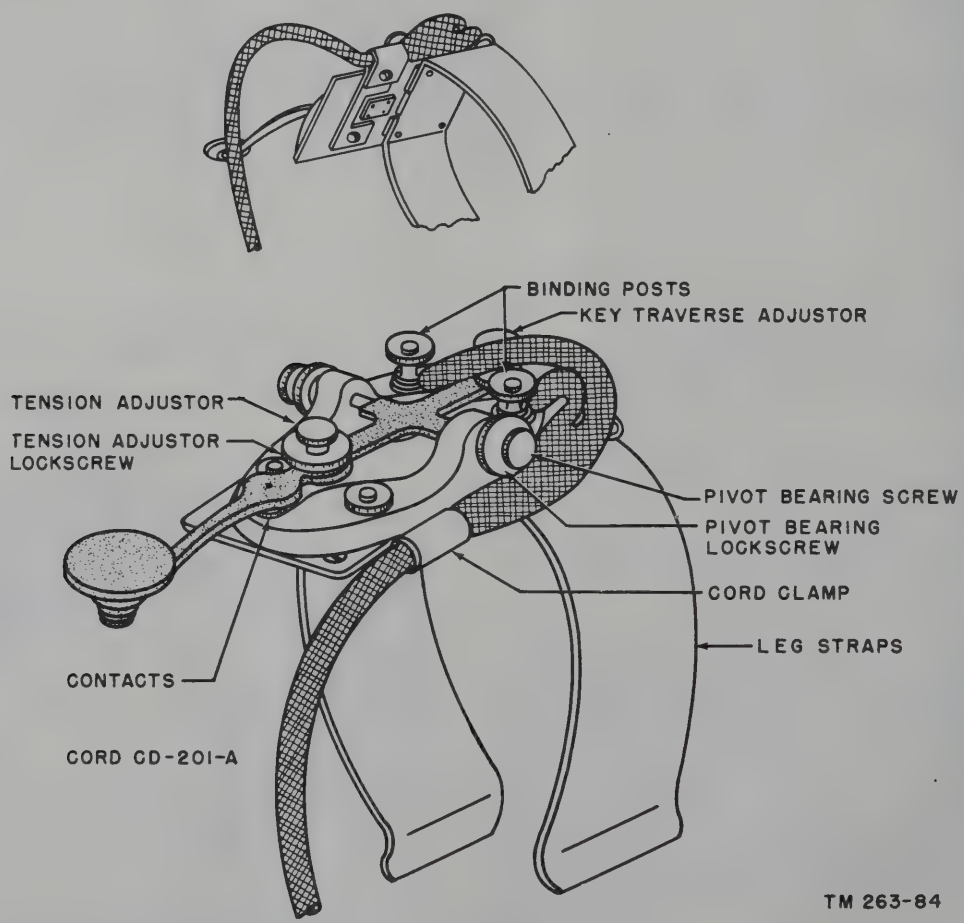

Figure 159. Adjustment of Key J–45.
(1) The necessary sequence of operation of the relay is as follows: Contacts 3 and 4 and 17 and 18 should close before contacts 9 and 10. This is important, otherwise pa tube V103 may be ruined.
(2) The air gap between contacts 4 and 5 and between 1 and 2 should be .035-inch minimum when cntactos 3 and 4 are closed. Contacts 9 and 10 should be open with an air gap of .025-inch minimum clearance when contacts 7 and 8 are closed. Gap between contacts 8 and 9 with relay fully energized should be .018-inch minimum.
(3) The contact pressures of the relay contacts are 29 grams, plus or minus 3 grams.
e. Adjustment of Key J–45 (fig. 159). No special instructions are necessary for the adjustment of the key.